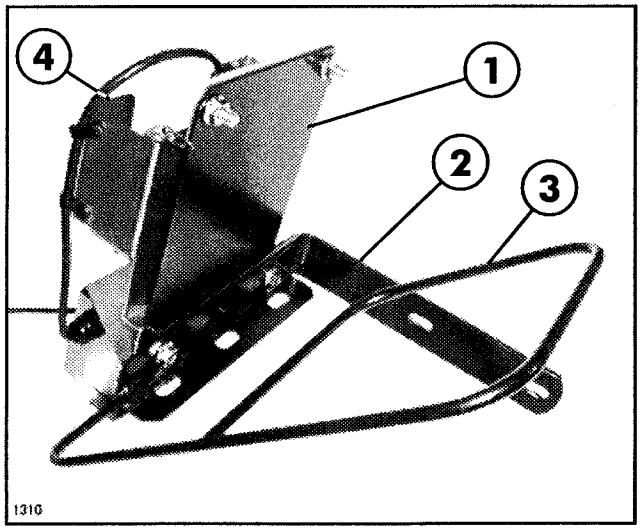

FIG. 2
3. Attach Backing Plate, Respirator Strap and Hood Hanger to Vehicle Mount PAPR Assembly using (4) 5/16 x 3/4" Flange Screws and Flange Nuts. See FIG. 2.